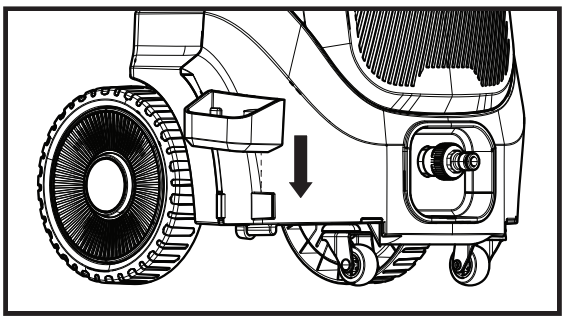

Fig. 1b
2. Apăsați în jos pentru a alinia cu canelura în formă de U din partea inferioară a carcasei. (fig. 1b)